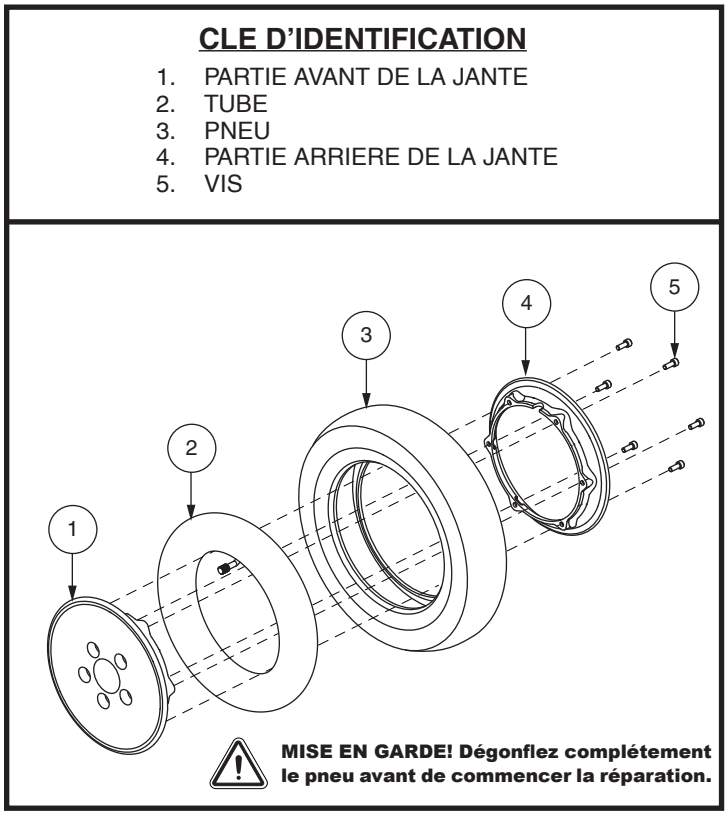

Figure 30. Roue pneumatique motrice démontée/montée
6. Retirez les écrous et rondelles afin de séparer les moitiés de jante. **Voir la figure 30.**